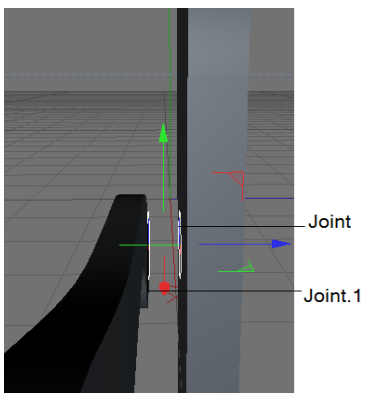

Figure 2-22 *The position of Joint and Joint.1 displayed in the Perspective viewport*
11. Make sure that *Joint.1* is selected in the Object Manager. In the Attribute Manager, make sure that the **Coordinates** area is displayed and enter **-44.1** in the **P . Z** spinner. Figure 2-22 shows the position of *Joint* and *Joint.1* in the Perspective viewport.